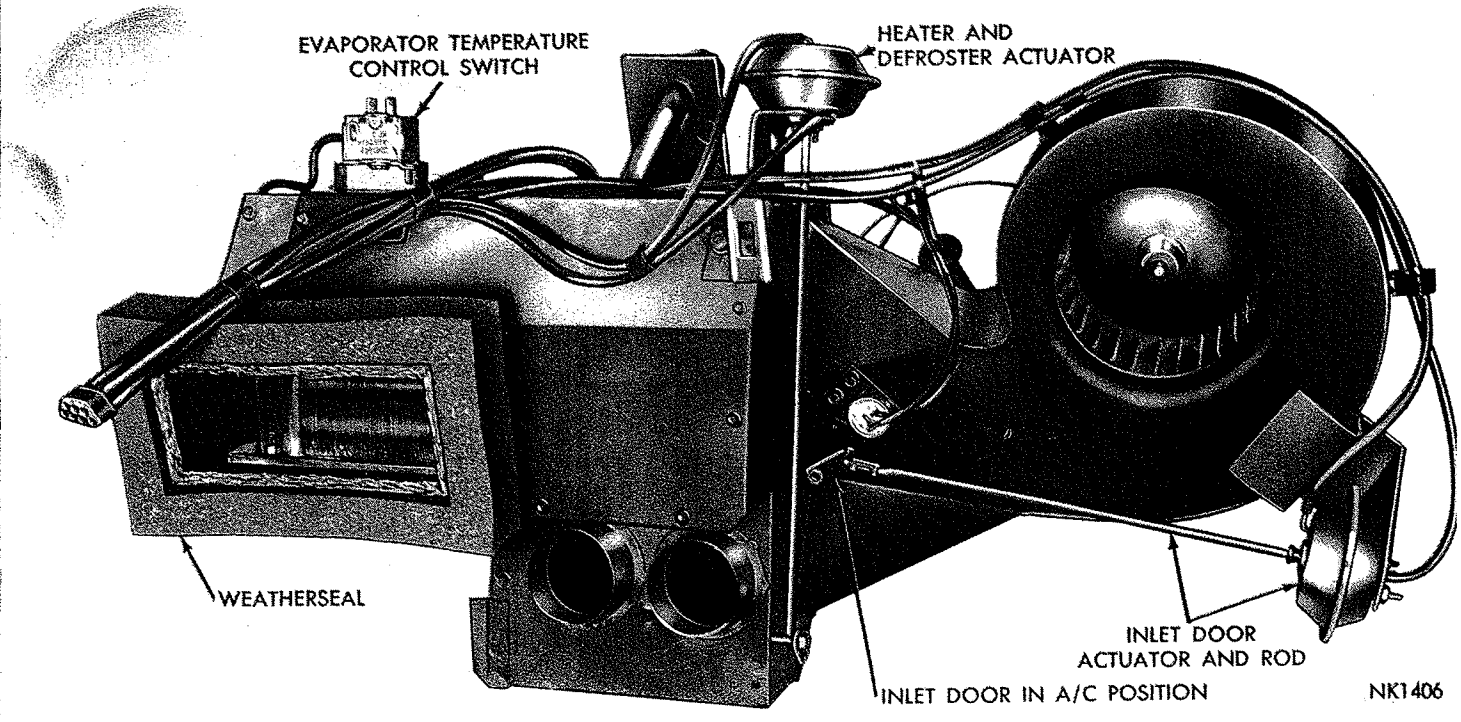
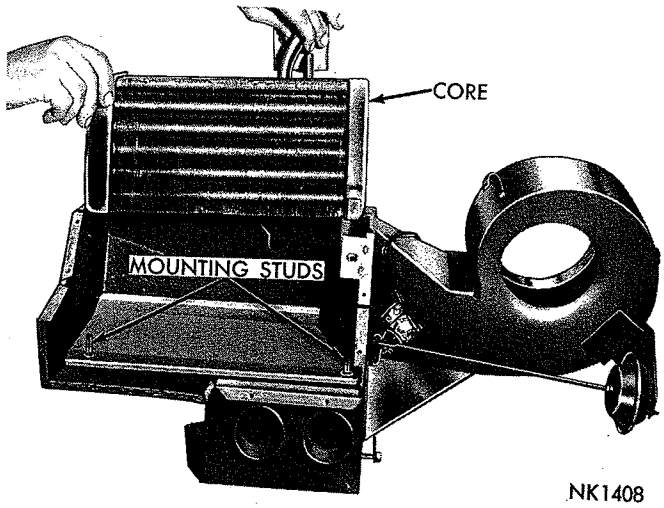
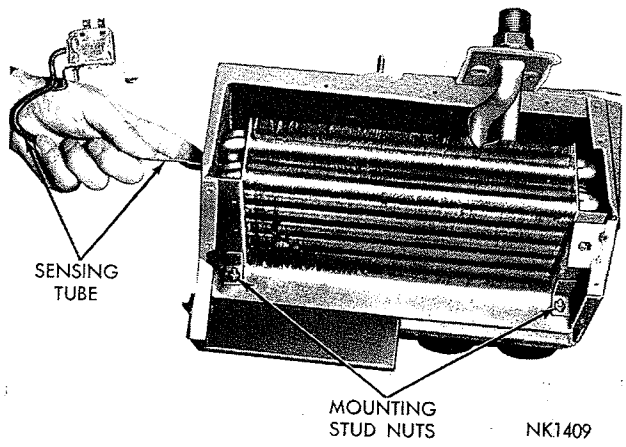

*Fig. 84—Evaporator Assembly Removed*
*Fig. 85—Removing the Evaporator Core*
*Fig. 86—Installing Capillary Sensing Tube*
(4) Remove mounting stud nuts and remove evaporator assembly with blower motor as a single unit (Fig. 84).
(5) Remove defroster actuator, evaporator temperature control switch, and carefully withdraw the capillary sensing tube.
(6) Remove the weatherseal around the air outlet opening, and remove the attaching cover screws and cover.
(7) Remove the attaching stud nuts and remove evaporator from case (Fig. 85).
(1) Position evaporator in the case and secure with attaching stud nuts.
(2) Place a small bead of sealer on case flange, install case cover and secure the attaching screws. Remove any excess sealer.
(3) Carefully install capillary sensing tube through the case into the evaporator **to the full depth** (Fig. 86). Position evaporator temperature control switch and secure with attaching screws (Fig. 84).
(4) Install defroster actuator and cement the weatherseal around air outlet opening.
(5) Position evaporator assembly on the dash panel and install the stud nuts that attach the assembly to dash panel.
(6) Install blower motor wires and air tube.
(7) Use new "O" rings with clean refrigerant oil on all connections, install the inlet elbow assembly and suction line. Use two wrenches to prevent rotation and twisting of the lines.
(8) Install by-pass switch wires, and actuator hoses (hose with red stripe to rod side).
(9) Install heater as described in Paragraph "Heater Installation."
(10) After the evaporator and heater assemblies are installed in the vehicle, it will be necessary to sweep the system, test for leaks and charge the system with the proper amount of refrigerant. It is recommended that the operation of all controls be tested and an overall performance test be made after the repair or replacement of the evaporator assembly.